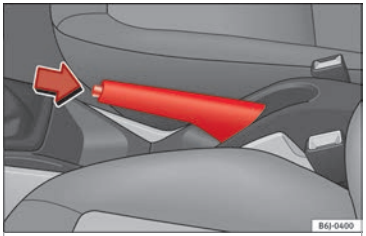

Fig. 157 Handbrake between the front seats.
– Pull the handbrake lever up firmly ››› Fig. 157.
– Pull the lever up slightly and press the release knob in the direction of the arrow ››› Fig. 157 and guide the handbrake lever down fully ››› ⚠.